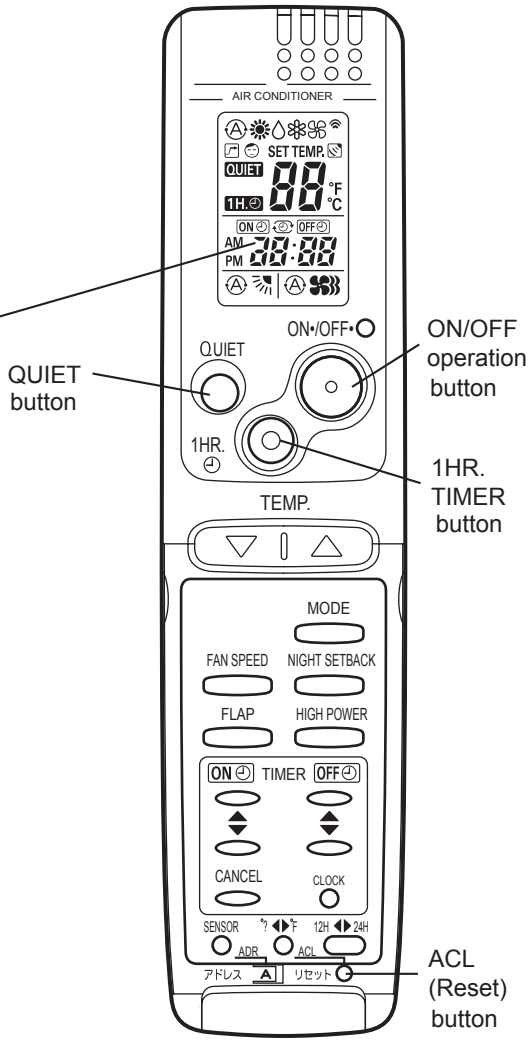

Fig. 15
(3) Press and hold the remote controller QUIET button and 1 HR TIMER button. At the same time, press the ACL (reset) button. Use a thin object such as the tip of a pen to press the ACL button. When this has been done, “oP-1” (test run) appears, blinking, in the remote controller clock display area.
(4) Each time the 1 HR TIMER button is pressed, the display changes as shown below. Press this button 2 times to change the display to “oP-7” (address setting). (Fig. 15)
(6) Press the ON/OFF operation button on the remote controller. (Fig. 15) Check that the “beep” signal-received sound is heard from the second indoor unit (approximately 5 times). The sound you hear is the signal that the remote controller address has been changed.
(7) Finally press the remote controller ACL (reset) button to cancel the blinking “oP-7” display. (Fig. 15)